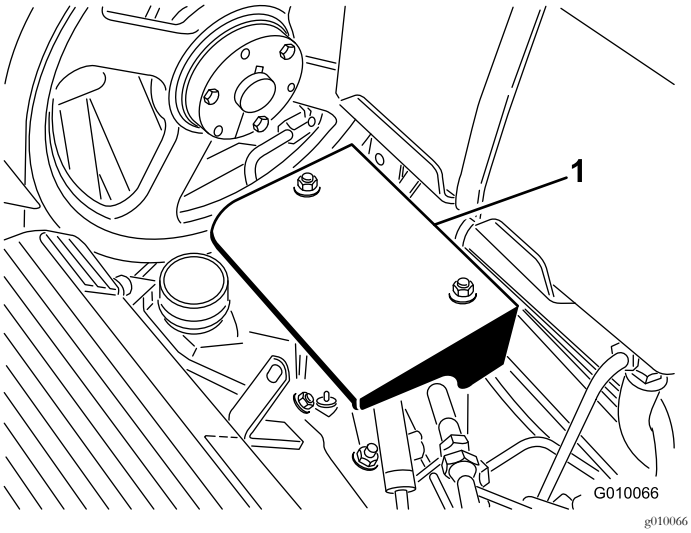

Figur 56
3. Fjern de 2 pumpeskærmmonteringsmøtrikker, og fjern skærmen (Figur 56).